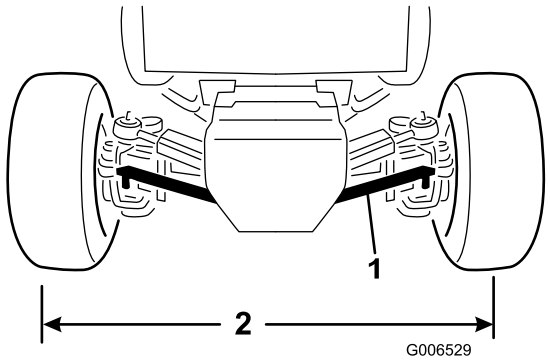

Figure 59
2. Déposez les écrous de fixation d'une des rotules de biellette au support de montage sur le pont et dissociez la rotule du pont (Figure 59).
4. Tournez la rotule de biellette dans un sens ou dans l'autre jusqu'à ce que l'entraxe soit égal à l'avant et à l'arrière des roues arrière (Figure 59).